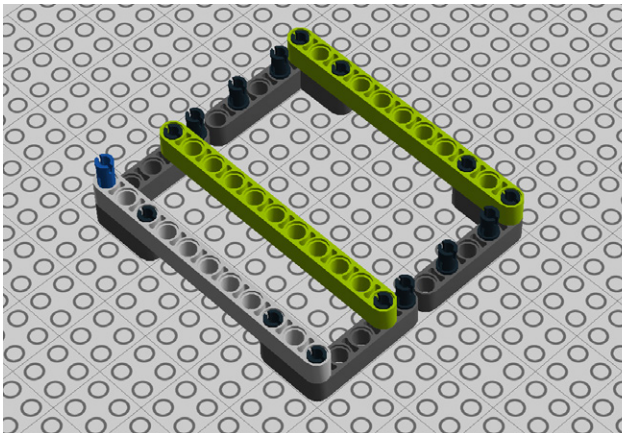

Figure 9-84. *Step 79: Adding 11M beams*
79. Connect two more 11M beams as seen in Figure 9-84.